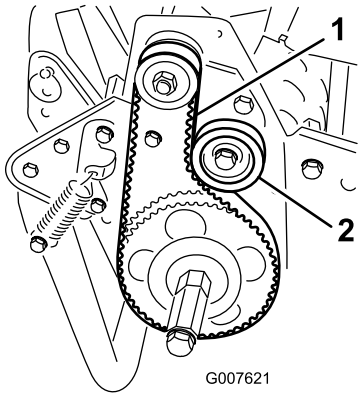

Figure 37
2. Check the tension by pressing the belt at mid span of the pulleys (Figure 37) with 18–22 N (4 to 5 lbs) of force. The belt should deflect 6 mm (1/4 inch).
A. Loosen the idler pulley mounting nut and pivot the idler pulley clockwise against the backside of the belt until the desired belt tension is attained (Figure 37).